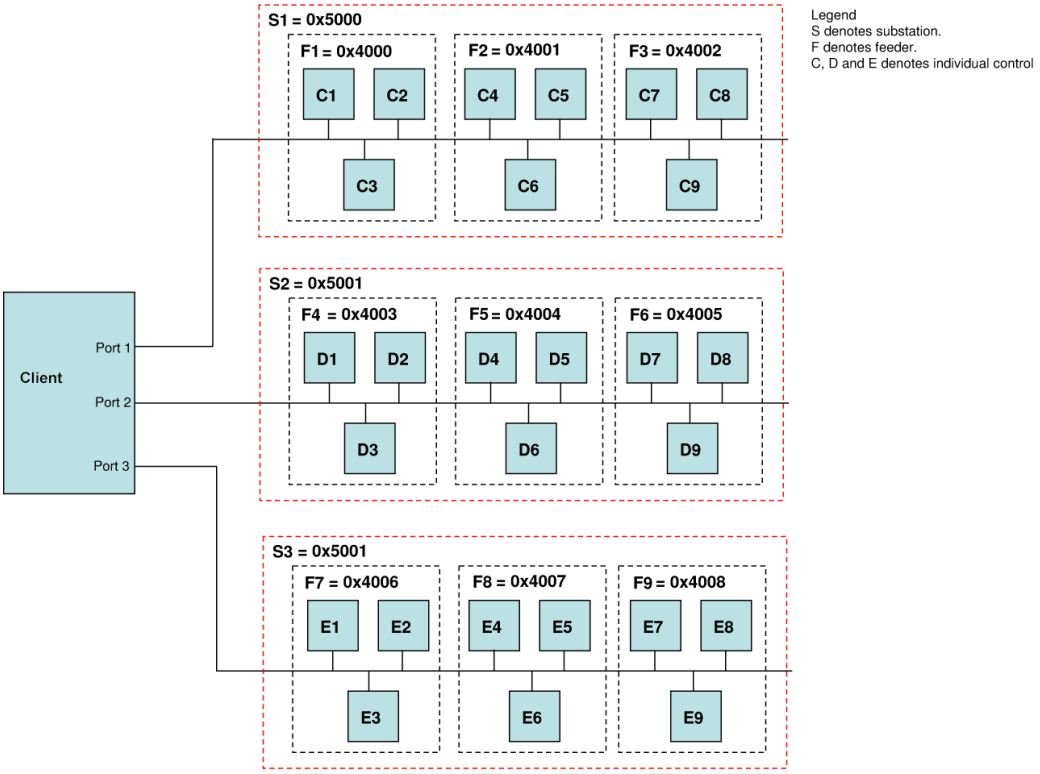

Figure 4-24 Single Client, Feeder and/or Substation Addressing Network Connection
■**NOTE**: The same concept applies to network configuration (Figure 4-24).